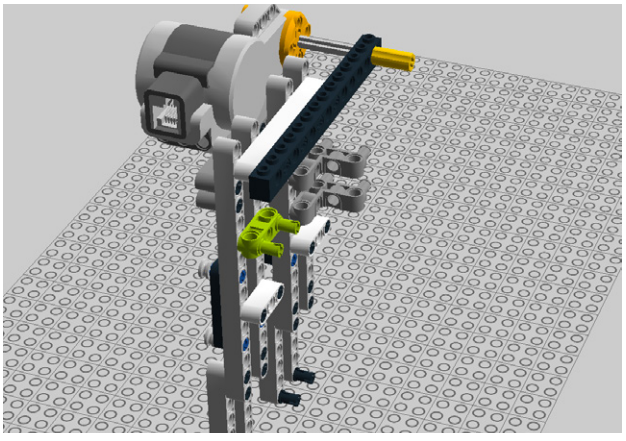

Figure 5-40. *Step 33: Adding a beam to hold a button*
33. Throw on a 3M beam with snaps. This will hold the activating button. Figure 5-40 shows the assembly so far.